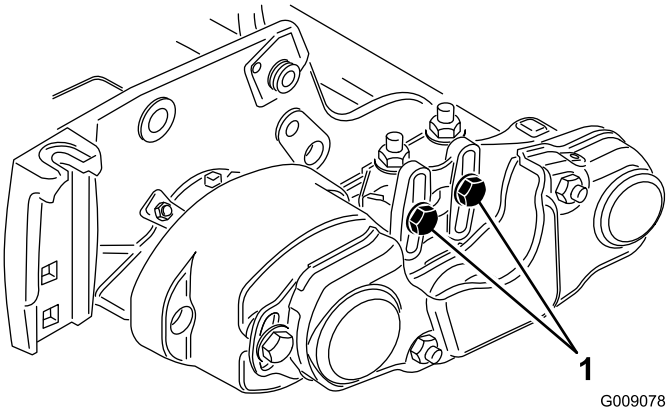
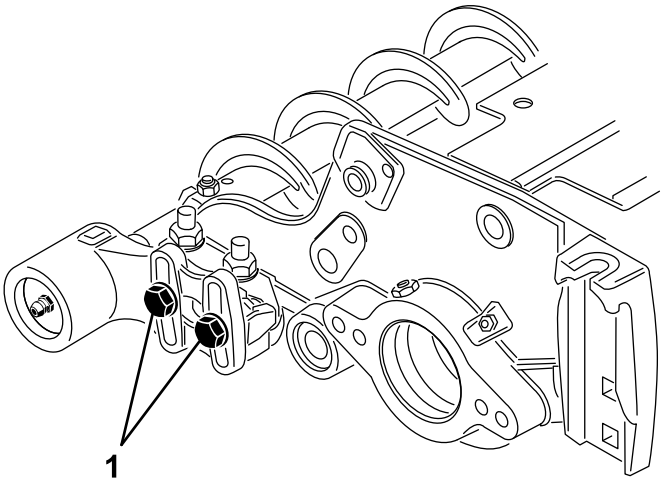

図 12
図 13
15. 各ローラブラシベアリングハウジングをローラブラシ取り付けブラケットに固定しているボルト2本をゆるめる図 12と図 13。